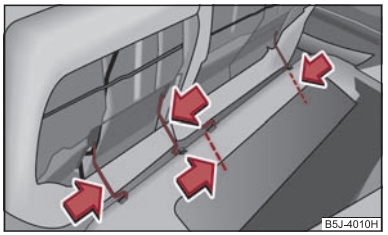

Fig. 55 Sacar las banquetas de asiento
– Presionar el estribo de alambre en sentido de la flecha ⇒ fig. 55 y sacar la banqueta del asiento de la fijación.